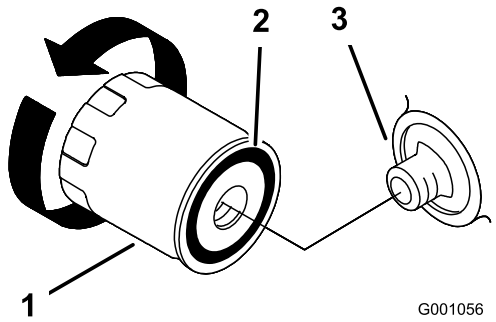

Figur 25
2. Ta bort det gamla filtret och torka av ytan på påfyllningsadapterns packning (Figur 25).
3. Stryk på ett tunt lager ny olja på utbytesfiltrets gummipackning (Figur 25).
4. Montera det nya oljefiltret på filteradaptern och vrid oljefiltret medsols tills gummipackningen kommer i kontakt med filteradaptern. Skruva sedan åt filtret ytterligare med två tredjedels varv till ett helt varv (Figur 25).